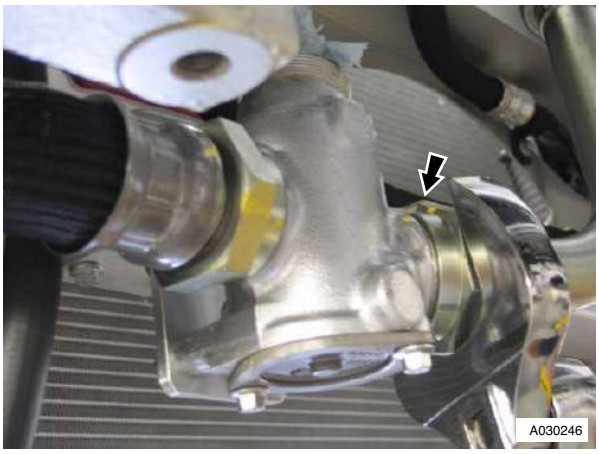

Figure 2
6. Remove pipe from oil thermostat (position container to catch oil) (refer to Figure 2).